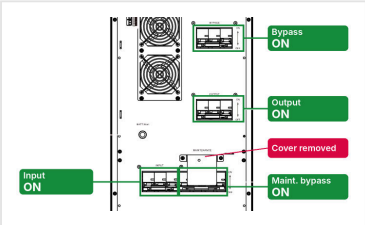

FIGURE 8-2 Step 2: MAINTENANCE ON
2. Close the MAINTENANCE breaker (Figure 8-2).
2. Close the INPUT, BYPASS and OUTPUT breakers, in that order (Figure 8-2).